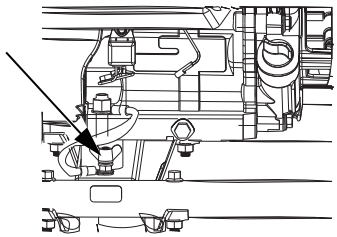

Figura 3-1. Conexión a tierra del generador
El generador está equipado con una conexión a tierra que conecta la estructura del generador y los terminales de tierra en las tomas de corriente de CA (consulte NEC 250.34 (A). Esto permite que el generador se utilice como generador portátil sin conectar a tierra la estructura del generador como se especifica en el artículo 250.34 del NEC. Consulte la ***Figura 3-1***.